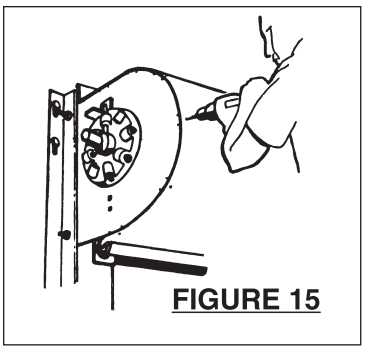

FIGURE 15
- Attach hood to hood bands on headplate brackets (and to supports if provided) by drilling a 7/32" hole through hood and band. Then secure with 1/4" dia. x 3/8" long self-tapping screws (four per bracket and four per support). See Figures 15 and 16.